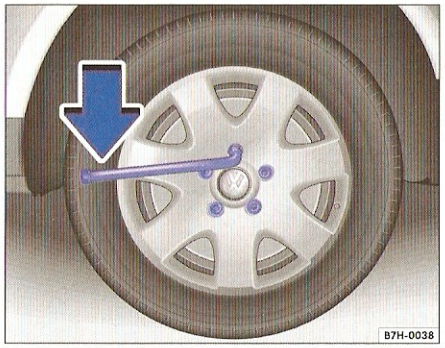

Fig. 33 Înlocuirea roţii: Slăbirea prezoanelor de roată.
– Împingeţi **cheia de roată** până la capăt, pe prezon ⇒ fig. 33.